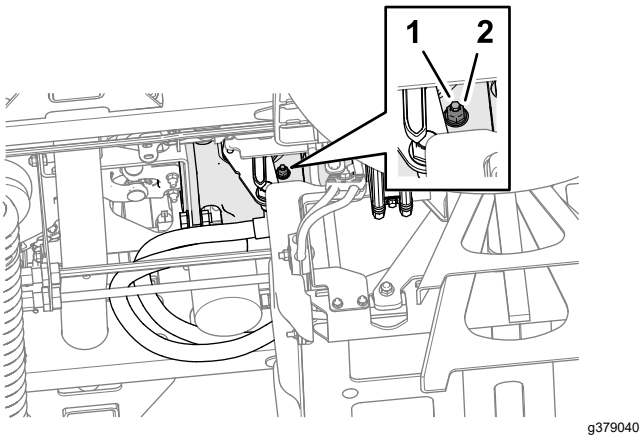

Figur 105
3. Fra bunden af maskinen og på højre side af traktionspumpen skal du løsne låsemøtrikken, der fastgør justeringsskruen til returnering til neutral (Figur 105).